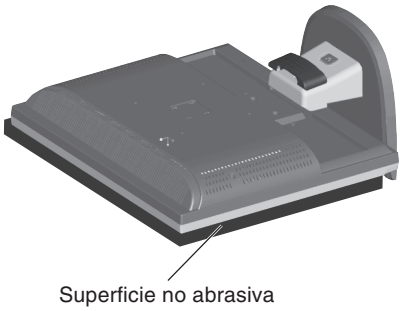

**Figura R.1**
2. Coloque el monitor boca abajo en una superficie no abrasiva (**figura R.1**).
1. Coloque el monitor boca abajo en una superficie no abrasiva (**figura R.1**).